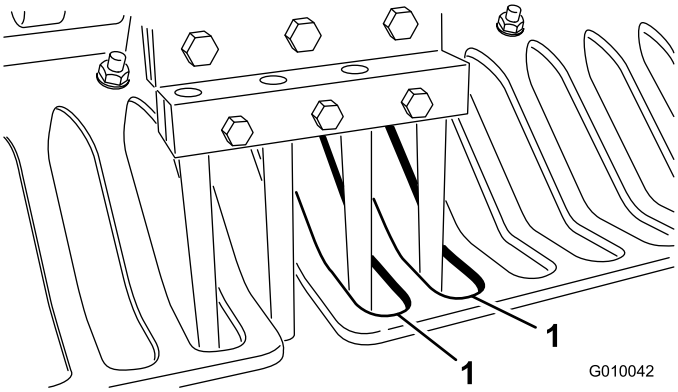

Figur 26
6. Kontroller, at tines sidder i midten af mellemrummene i plæneafskærmningerne (Figur 26). Juster plæneafskærmningerne efter behov, og stram møtrikkerne.